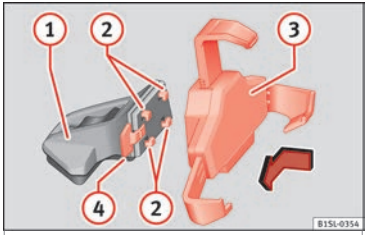
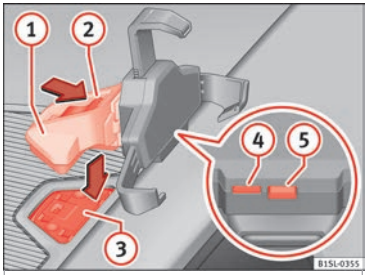

Fig. 134 Assembling the universal support and the holding arm.
Fig. 135 In the centre console: close the compartment where the infotainment system is housed.
- Press the release button ››› **Fig. 135** (5) until the top arm of the universal holder disengages.
- Place the smartphone on the bottom mountings. To adjust the bottom mountings, press button ››› **Fig. 135** (4).
- Grip the universal holder ››› **Fig. 134** (3) and press the release button ››› **Fig. 134** (4).
- Grip the holder arm and ››› **Fig. 135** (1) and press the release button ››› **Fig. 135** (4) in the direction of the arrow.
- Insert the universal holder ››› **Fig. 134** (3) into the slots (2) on the holder (1).
- Move the universal holder to the side in the locking direction (4) until it engages audibly ››› ⚠.
- Place the holder arm ››› **Fig. 135** (1) in the anchoring plate ››› **Fig. 135** (3) from above and press down on it until you hear it engage ››› ⚠.